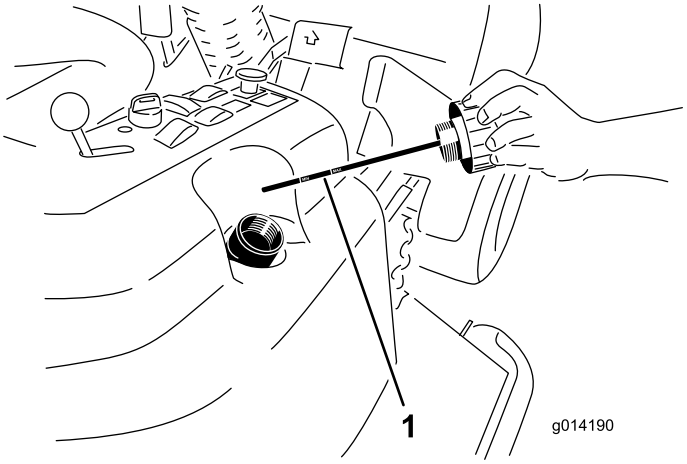

Figur 48
2. Afmonter hydraulikpåfyldningsdækslet (Figur 48) fra påfyldningsstudsen.
3. Tag målepinden ud, og aftør den med en ren klud (Figur 48).
4. Skru målepinden helt i påfyldningsstudsen, og tag den ud igen og kontroller væskestanden (Figur 48).